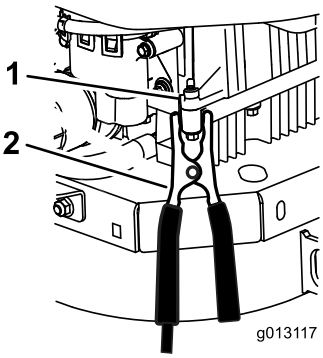

Figur 58
6. **Gör den sista anslutningen till det stillastående fordonets motorblock (INTE till batteriets minuspol) på avstånd från batteriet och gå därefter undan (Figur 58).**